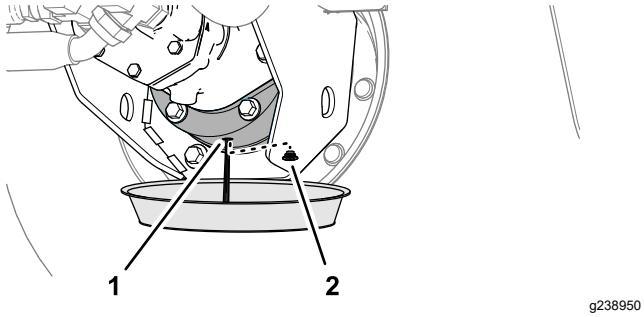

図 95
6. ブレーキハウジングの下に容器を置き、ドレンプラグを外してオイルが完全に抜けるのを待つ図 95。